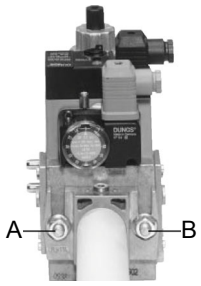
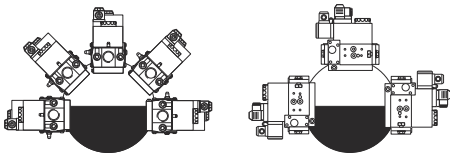

Fig. 2
Fig. 5
3. stringere le viti A, B, C e D (Fig. 2 - Fig. 3), rispettando le posizioni di montaggio (Fig. 5);